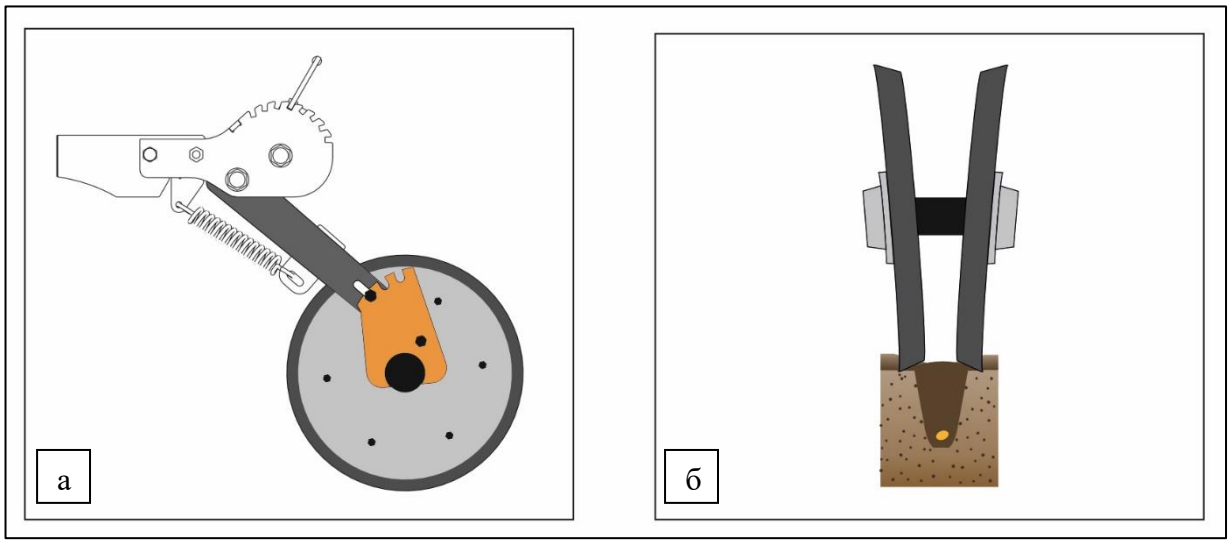

Рисунок 32 – Укрывающие колёса в третьем положении (вид в разрезе):
Третье положение – паз (3) кронштейна колёс. В таком положении укрывающие колёса раздвигают пожнивные остатки в сторону от борозды, рис. 32.